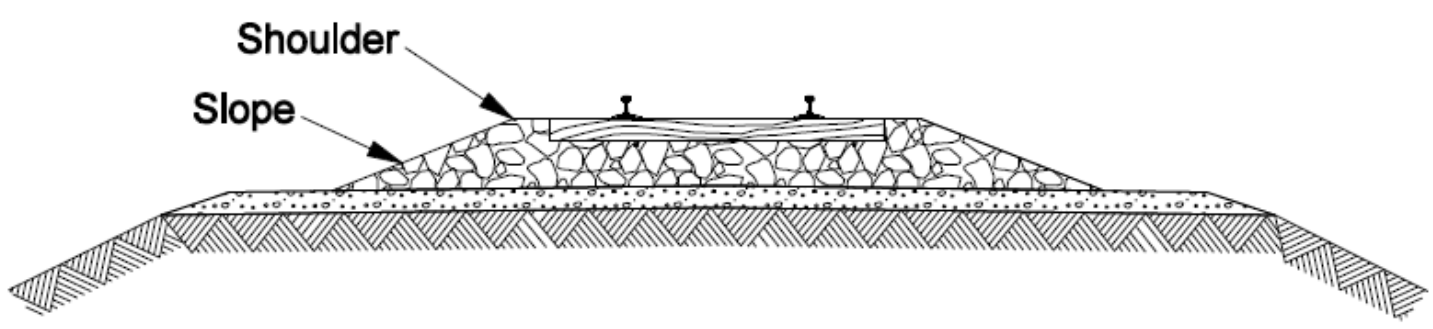

Figure 1-L
2. Maintain the side slope of the ballast line from the outermost edge of the shoulder to the top of the subgrade or subballast with a uniform 3 to 1 slope as shown in Figure 1-L.
3. Construct the intersection of the ballast side slope lines between multiple tracks in a "V" shape as shown in Figure 1-M.